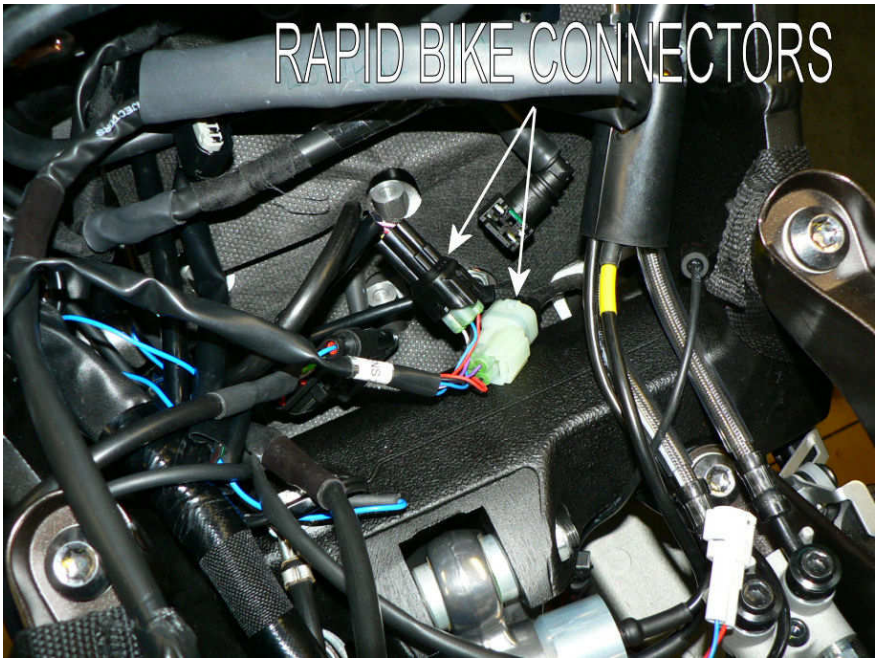

**Fig.14**
20. Den mit **O2 SENSOR 2** gekennzeichneten Verbinder der Rapid Bike-Verkabelung an folgenden Verbinder der Lambdasonde anschließen (**Fig.14**).